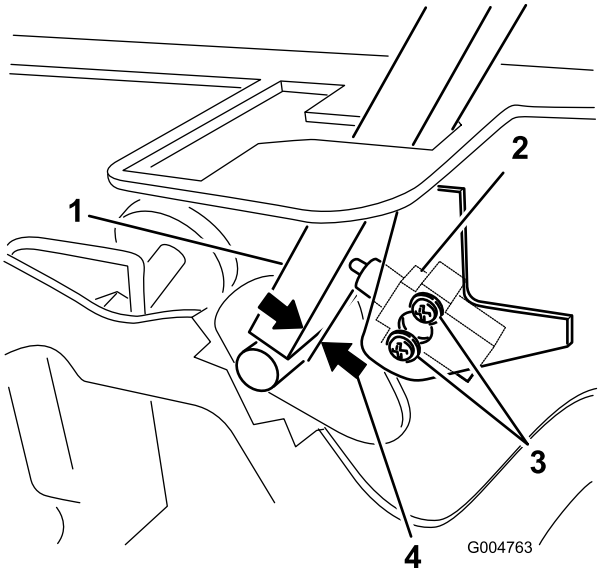

**Figur 54**
3. Løsn de 2 skruer, der fastgør sikkerhedskontakten (Figur 54).
4. Mens du holder håndtaget mod chassiset, skal du flytte kontakten over mod håndtaget, indtil afstanden mellem håndtaget og kontaktens hus er på 0,4 til 1 mm (Figur 54).